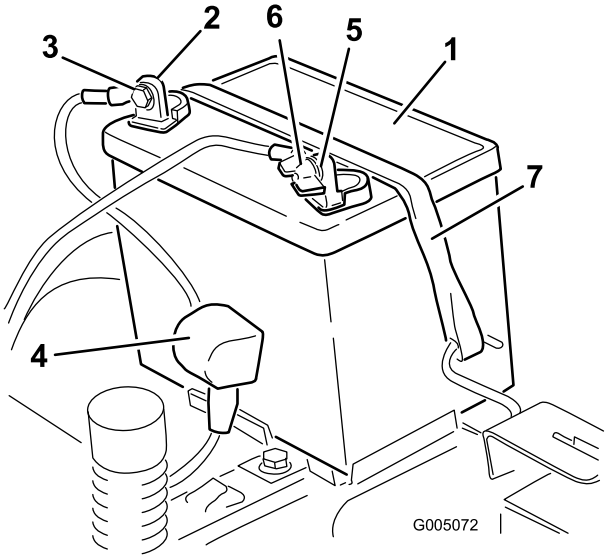

Figuur 44
4. Maak de minkabel (zwart) los van de accupool (Figuur 44). Bewaar alle bevestigingen.
5. Maak de minkabel (zwart) los van de accupool. Schuif het rubberen kapje van de pluskabel (rood) terug over de kabel. Maak de pluskabel (rood) los van de accupool (Figuur 44). Bewaar alle bevestigingen.
6. Verwijder de bevestigingsband van de accu (Figuur 44) en til de accu uit de accubak.
1. Plaats de accu in de bak (Figuur 44).
5. Zet de accu vast met de bevestigingsband (Figuur 44).